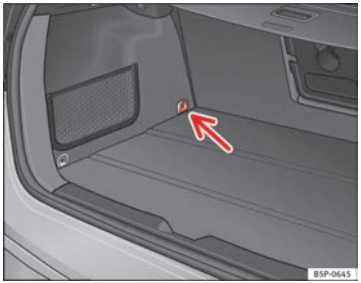

Fig. 32 Top Tether* securing ring
– Press the child seat onto the ISOFIX retaining rings until the child seat can be heard to engage securely. If the child seat is equipped with Top Tether* anchor points, secure it to the correspondent ring ⇒ Fig. 32. Follow the manufacturer's instructions.